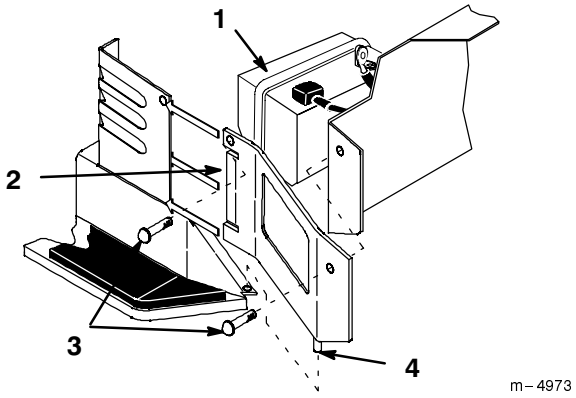

Figure 37
3. Remove side panels for clearance when removing battery (Fig. 37). Remove screws and lift up to clear pin and slide panel tabs out from steering tower.
1. Install the battery into the tractor (Fig. 37).
5. Install side panels by sliding tabs into steering tower and inserting pin into flange of footrest. Secure with screws (Fig. 37).